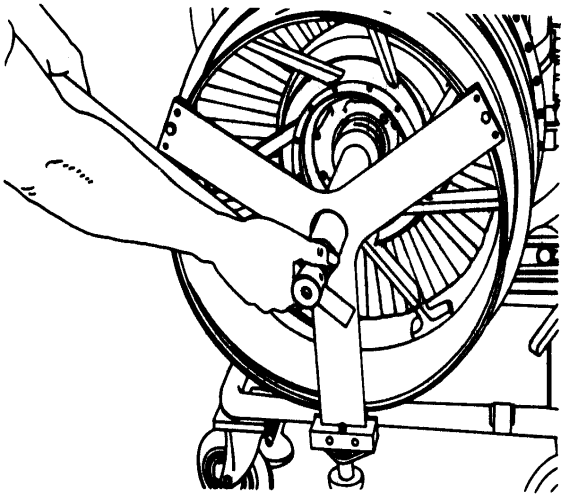

Figure 4. Loosening Turbine Rear Bearing Clamp Nut with 6796533 Wrench and 6796382 Support
j. Loosen, but do not remove the turbine rear bearing clamp nut using 6796533 wrench and 6796382 support (figure 4).